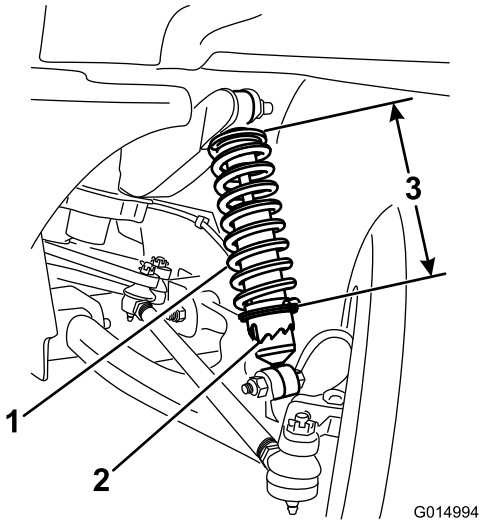

Rysunek 53
3. Używając narzędzia Toro o numerze 6010, przekręć pierścień na amortyzatorze, aby zmienić długość sprężyny (Rysunek 53).